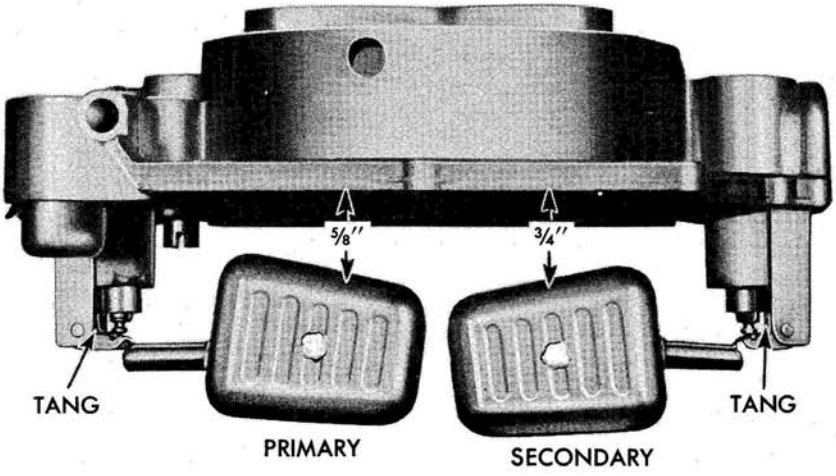

Fig. 14-C Float Drop Adjustment
2. Float drop adjustment (Fig. 14-C). With bowl cover held in upright position and measuring from the center of the floats, the distance between the top of the floats and the bottom of the bowl cover should be 5/8-inch for primary floats and 3/4-inch for secondary floats (Fig. 14-C). Bend float tangs as required to achieve these distances.